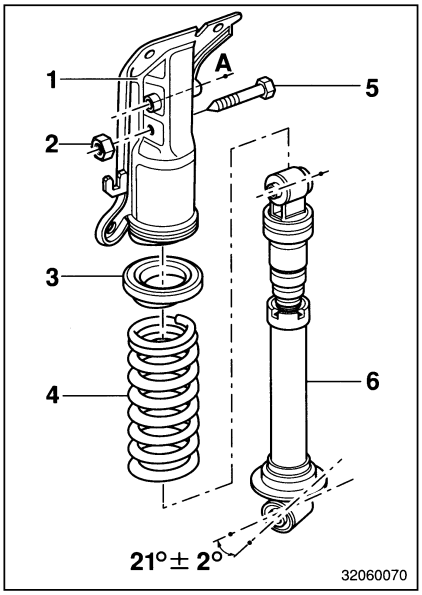

Figure 7 **Rear suspension strut (quattro drive)**
- Remove the screws connecting the adapter (Figure 7/1) to the wheel arch (from the inside); push the wheel bearing housing downwards and remove the strut (Figure 7/6) and axle link.
- Unscrew the fastening nut (Figure 7/2) and re-move the screw (Figure 7/5).
- Remove the adapter (Figure 7/1) and damping ring (Figure 7/3).